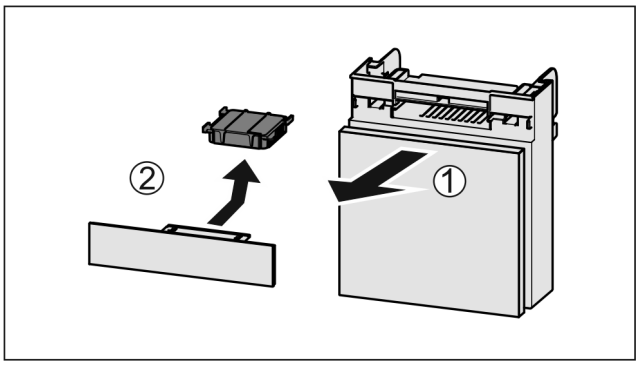

Fig. 184
▶ Extraire le compartiment par l'avant *Fig. 184 (1)*.
▶ Sortir le filtre à charbon actif *Fig. 184 (2)*.